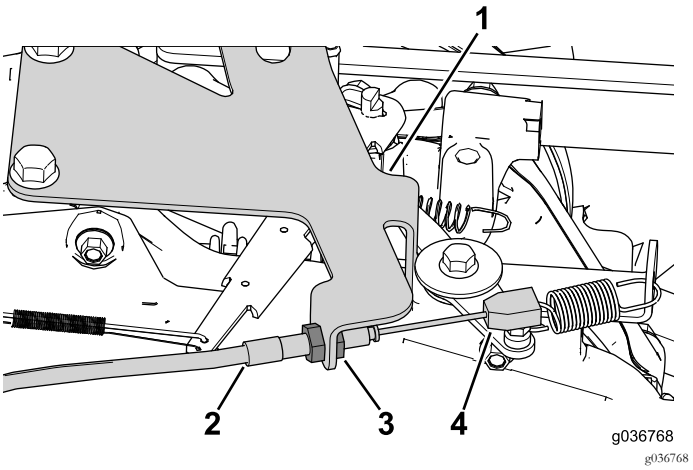

Figuur 33
1. Gebruik de contramoeren van de kabel om de kabel af te stellen en aan de beugel te bevestigen (Figuur 33).